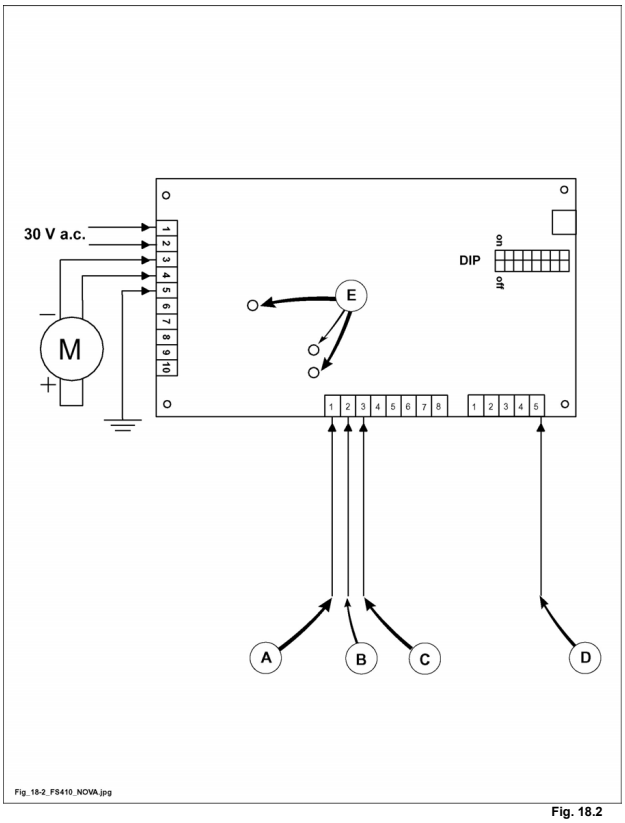

Fig. 18.2
Accertarsi che alla scheda (fig. 18.2) giungano le seguenti tensioni:
1) 30 V a.c. fra morsetti 1 e 2 della morsettiera con 10 morsetti (fig. 18.2);
2) di conseguenza, se il fusibile risulta integro, tali sono le condizioni per ottenere 24 V d.c. in uscita fra i morsetti 3 e 4 della stessa morsettiera, mandando la 110V alta sul canale A (fig. 18.2) o sul canale B (fig. 18.2) della morsettiera con 8 morsetti.
Sulla scheda sono presenti 3 led (E fig. 18.2) :